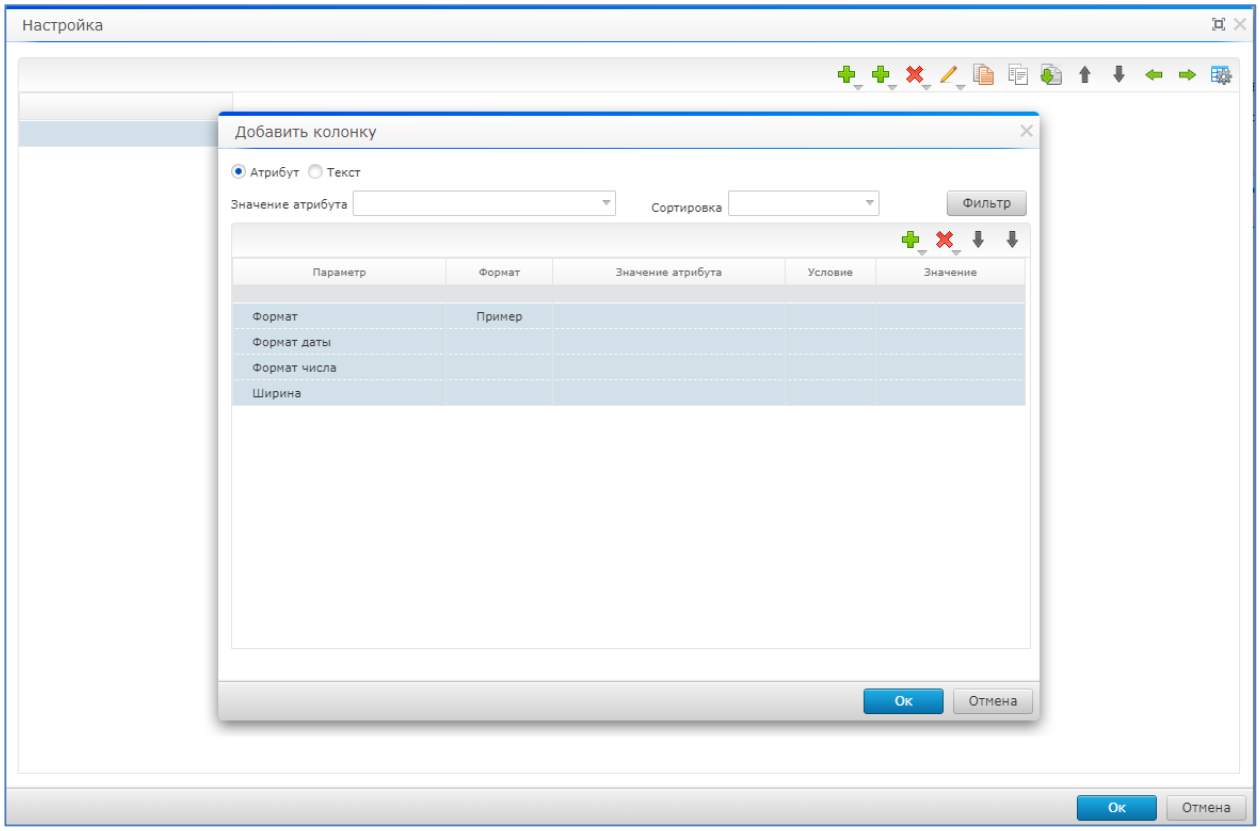

Рисунок 59. Добавление столбцов
4.1. Для добавления столбца необходимо нажать на кнопку «Добавить столбец» и выбрать «Добавить столбец» (Рисунок 59);